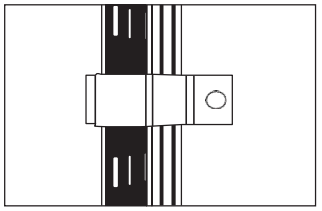

Рис. 26. Крепление к стене.
2) Крепление к стене с помощью скобы СУ крепления к стене. Используется для крепления стоек стеллажа СУ к стене. Крепеж в комплект не входит, т.к. подбирается всегда индивидуально в зависимости от основания, к которому происходит крепление (рис. 26 и 27). Используемое количество скоб крепления к стене зависит от высоты стоек (таблица № 5).